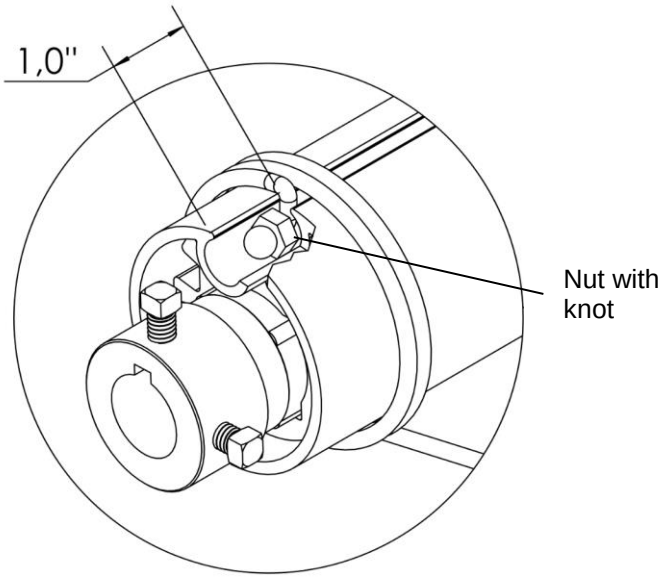

Figure 5
9. **Figure 5.** Insert the nut and the knot into the groove of the roll pipe, 1" from the edge.